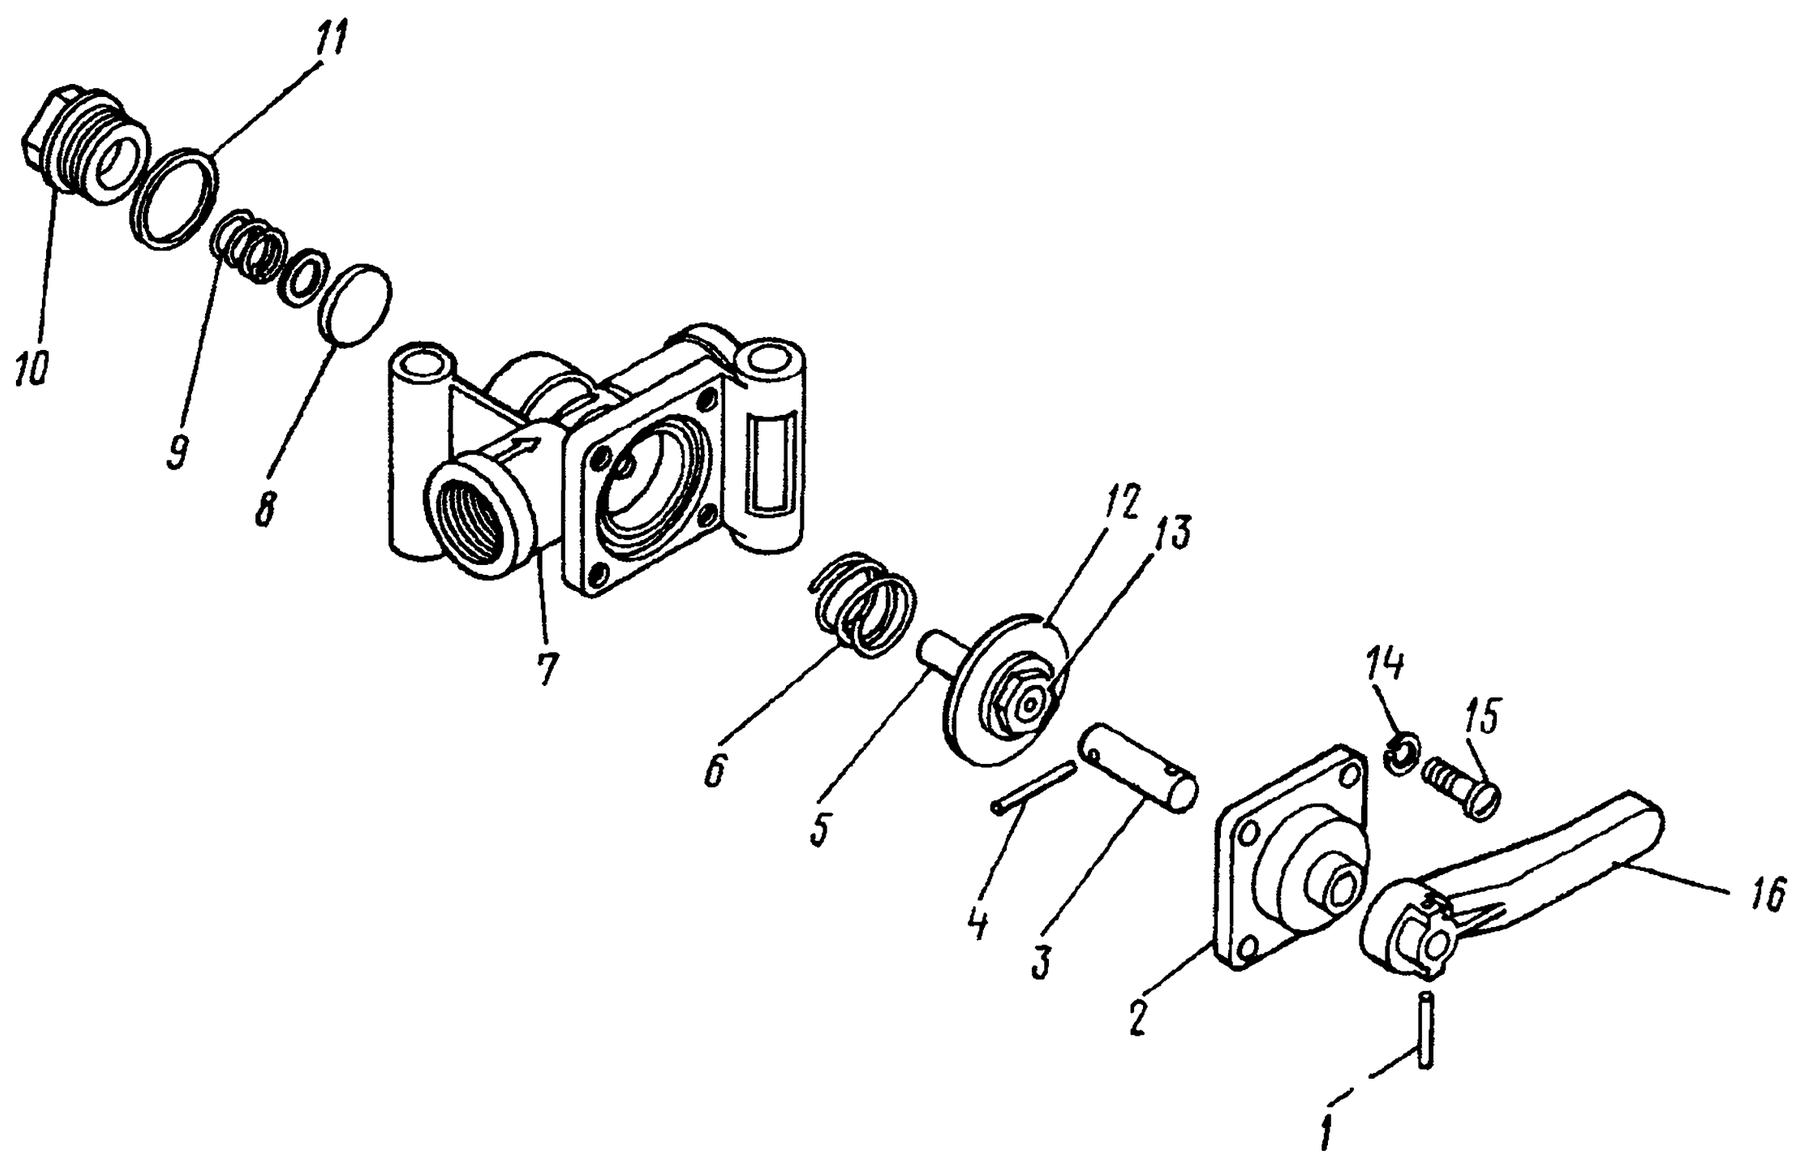

Рис. 325. Кран разобщительный:
2. Выньте из толкателя *3* (рис. 325) штифты *1* и снимите ручку *16* крана	Плоскогубцы, бородок, молоток